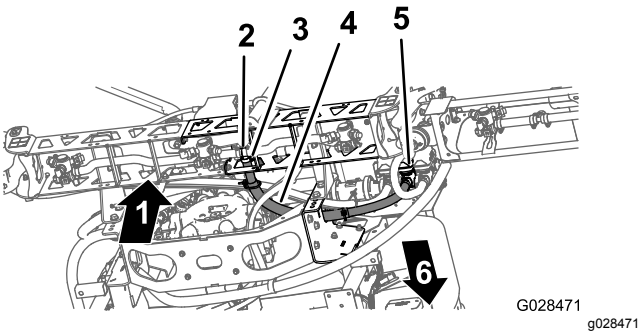

Figur 34
1. Før slangen til midterbomsektionen som vist i Figur 34.
fastgør slangen med en slangeklemme (Figur 34).